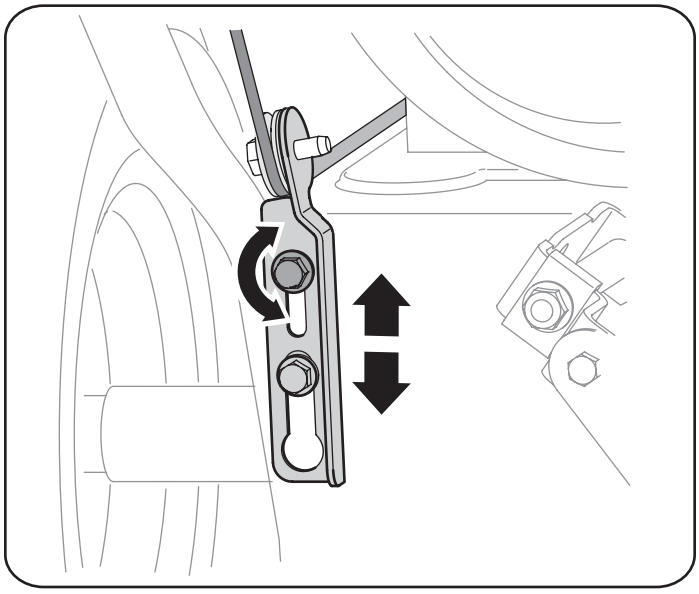

Figura 14
4. Deje la barrena engranada durante aproximadamente diez (10) segundos antes de soltar el control de la barrena. Repita esta operación varias veces.
8. Ubique la ménsula hacia arriba para brindar más juego (o hacia abajo para aumentar la tensión del cable). Vea la figura 14.